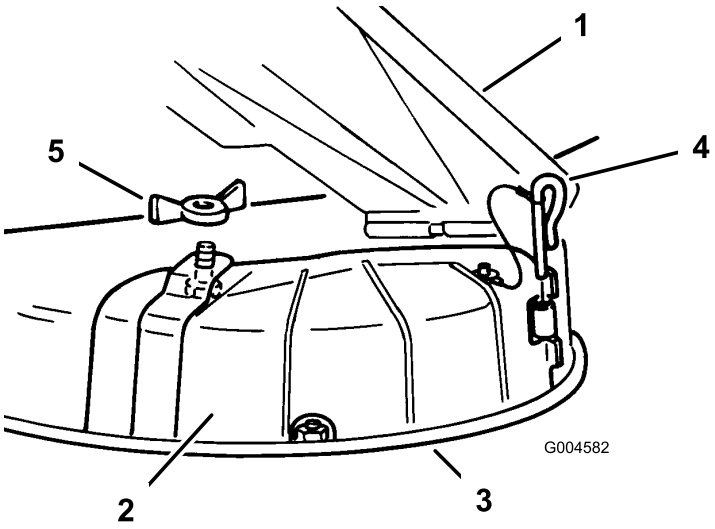

Figur 22
3. Ta bort vingmuttern och skruven som håller luckan på plats (Figur 22).
4. Avlägsna gångjärnsbulten som fäster skyddet på däcket (Figur 22).
3. Lyft upp gräsriktaren, sätt utkastarluckan över öppningen på klipparens undre kant och skjut in den i det främre gångjärnet (Figur 22).
4. Skjut gångjärnspinnen genom gångjärnet (Figur 22).
5. Fäst utkastarluckan på klipparen med vingmuttern (Figur 22).